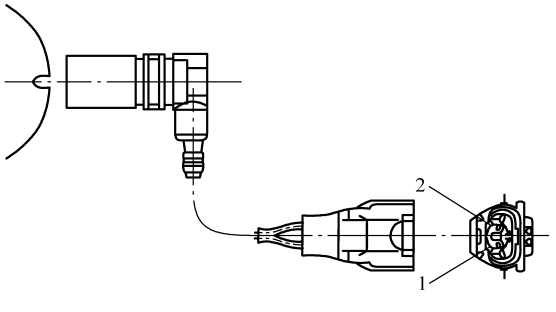

图 6-47　曲轴位置（CKP）传感器
② 曲轴位置（CKP）传感器见图 6-47；曲轴位置（CKP）传感器和凸轮轴位置（CMP）传感